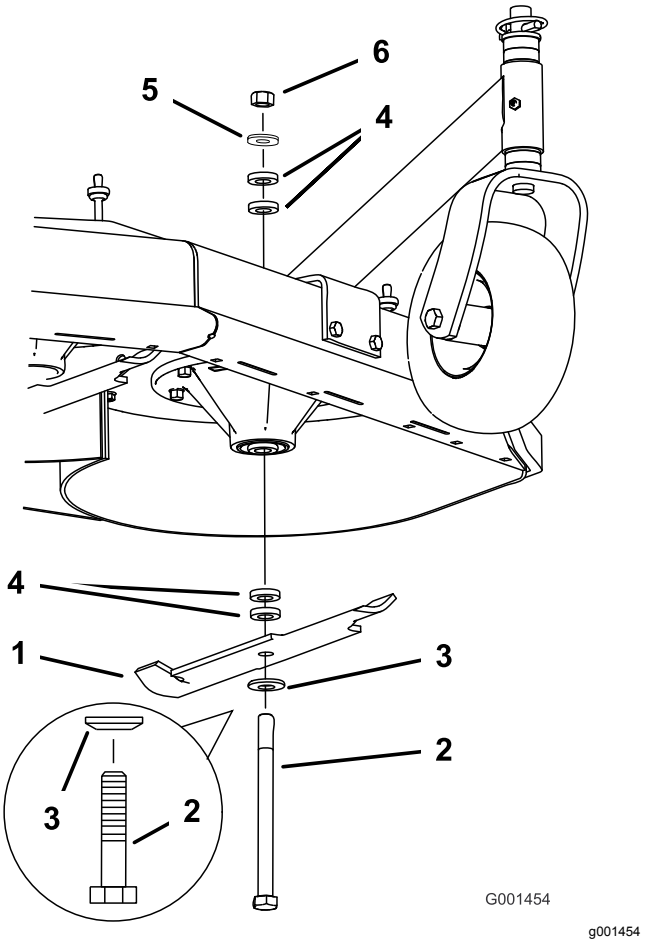

**Figur 15**
3. Håll fast knivbulten och avlägsna muttern. Skjut ned bulten genom spindeln och byt distansbrickor efter behov (Figur 15).
4. Montera bulten, den böjda brickan, kniven, lägg till extra distansbrickor och säkra dem med en tunn bricka och en mutter (Figur 15).